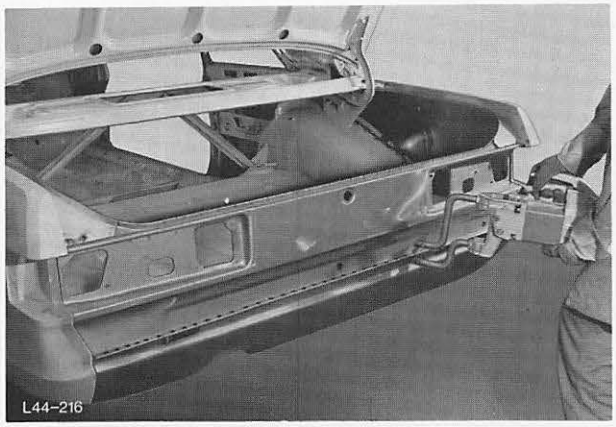

Abb. 231 Rückwandblech mit Schürze punktschweißen
16. Rückwandblech und Schürze einpunkten, Abb. 231/232.